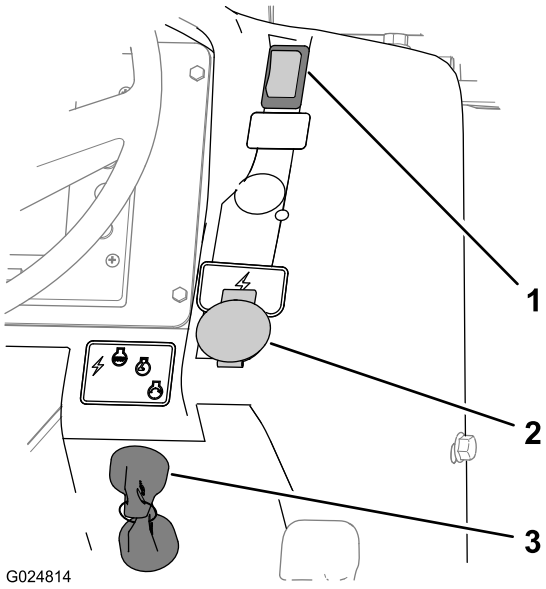

Rysunek 11
- Zaciągnij hamulec postojowy, naciskając w dół przełącznik hamulca postojowego (Rysunek 11).
Przełącznik kluczykowy służy do zasilania akcesoriów elektrycznych oraz do uruchamiania i wyłączania maszyny (Rysunek 11). Przełącznik kluczykowy posiada 4 następujące pozycje: